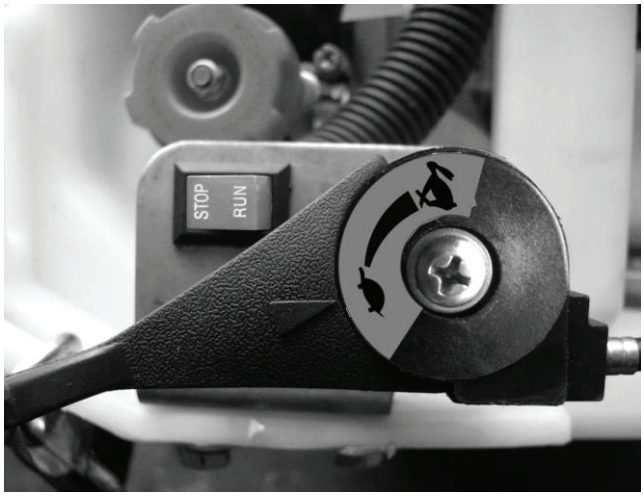

Figure 3
5.2.3 Move the fuel handle in the starting position (about one third of the whole scale). See Figure 3.